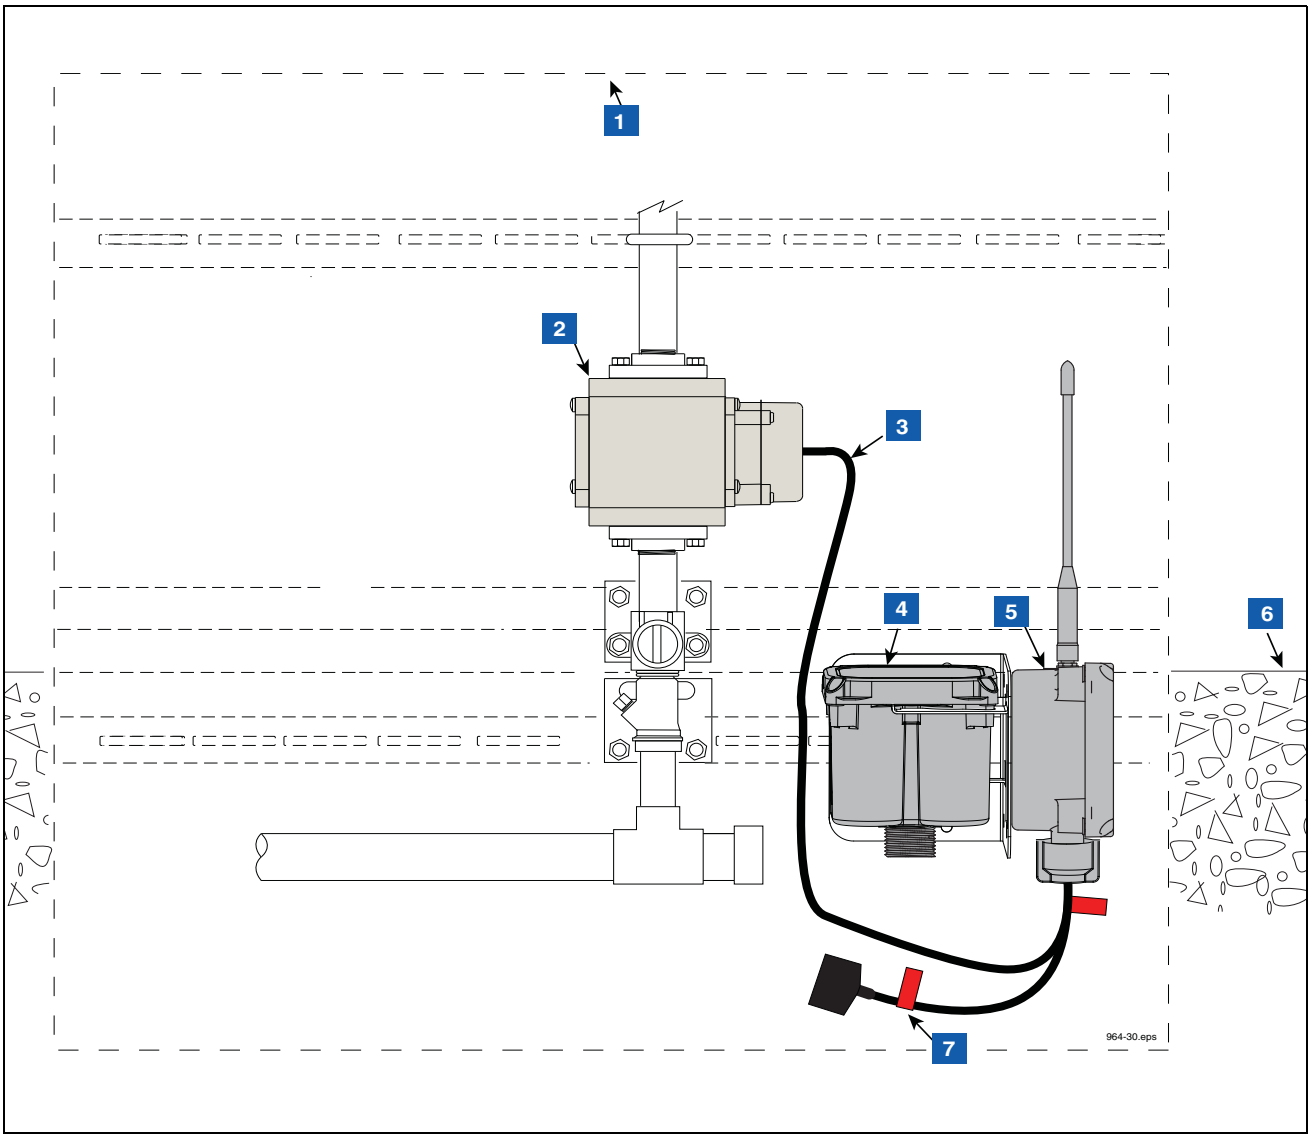

**Figure 14. Example VFM Transmitter Installation In Dispenser**
5. Determine a support location within the dispenser cabinet that will allow you room for the transmitter/battery support bracket. Clamp the bracket to an available support structure (see Figure 14).
| LEGEND FOR NUMBERED BOXES IN Figure 14 | |
2. Make sure the battery/DC power cable is not connected to the battery pack (item 7 in Figure 14) or dc power source at this time.